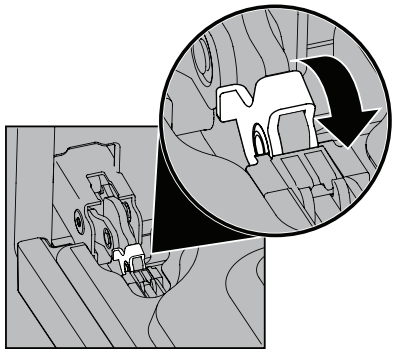

Figure 19: Serrure de charnière de porte
2. Tirez vers l'avant le verrou situé sur chaque support de charnière du four jusqu'à ce que le verrou s'arrête. Vous devrez peut-être appliquer une petite pression vers le haut sur le verrou pour le tirer vers le haut (Figure 19).
4. Poussez les verrous des charnières de droite et de gauche vers le haut et dans le cadre du four jusqu'à ce qu'ils soient en position verrouillée (Figure 19).